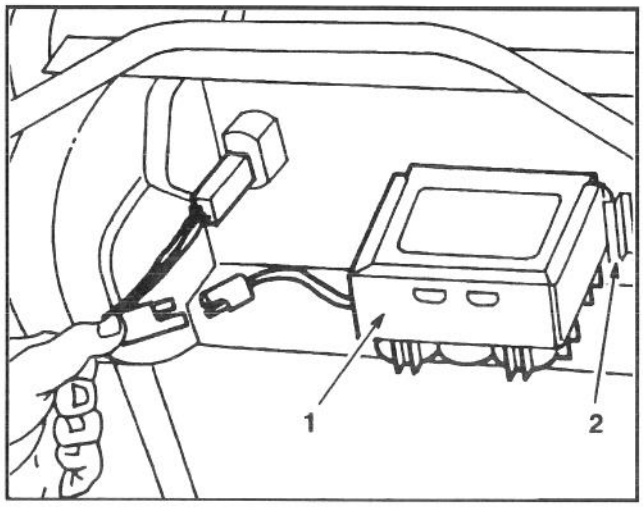

Abb. 4
1. Siehe unter Batterieaufladung, Seite 13. Batterie, mit Aufkleberseite nach oben, zwischen die Nuten auf der Rückseite des Schaltbrettes schieben und Drähte verbinden (Abb. 4). Schlüssel in Schalter stecken, wenn zum Anlassen des Motors betriebsbereit.